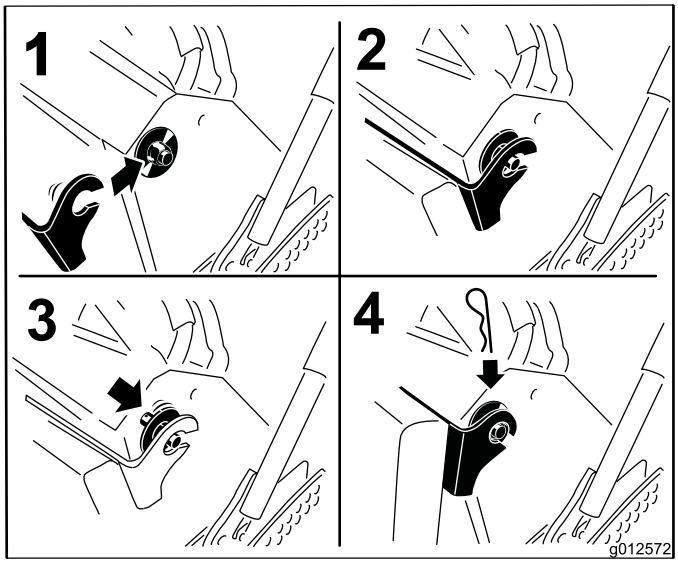

Figuur 36
6. Breng het kussen omhoog en schuif het op de pennen aan beide zijden van de machine (Figuur 36).
7. Schuif de grote ringen met plastic bussen in de kussenbeugel en bevestig deze met een R-pen (Figuur 36).